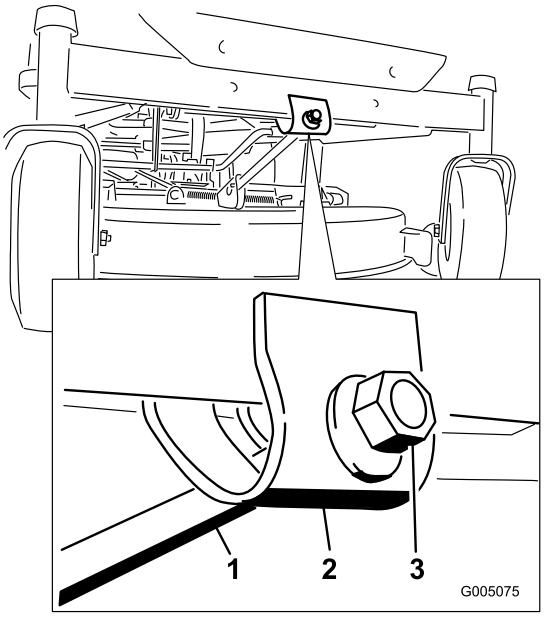

Bild 55
6. Drehen Sie für das Einstellen der Schnittmesserneigung in Längsrichtung die Einstellmutter vorne am Mähwerk (Bild 55).